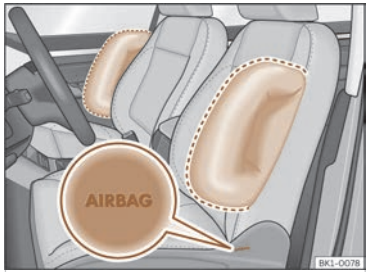
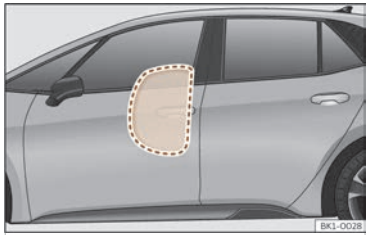

Fig. 30 Driver's seat and passenger seat side airbags.
Fig. 31 Illustration of completely inflated side airbag on left side of vehicle.
The side airbags are located in the front seat backrests ››› **Fig. 30** , ››› **Fig. 31**.
- **Ensure that children are correctly seated in their seats and that their heads are not in the deployment zone of the side airbags ››› Fig. 31, as deploying airbags could hit them and cause serious injury.**